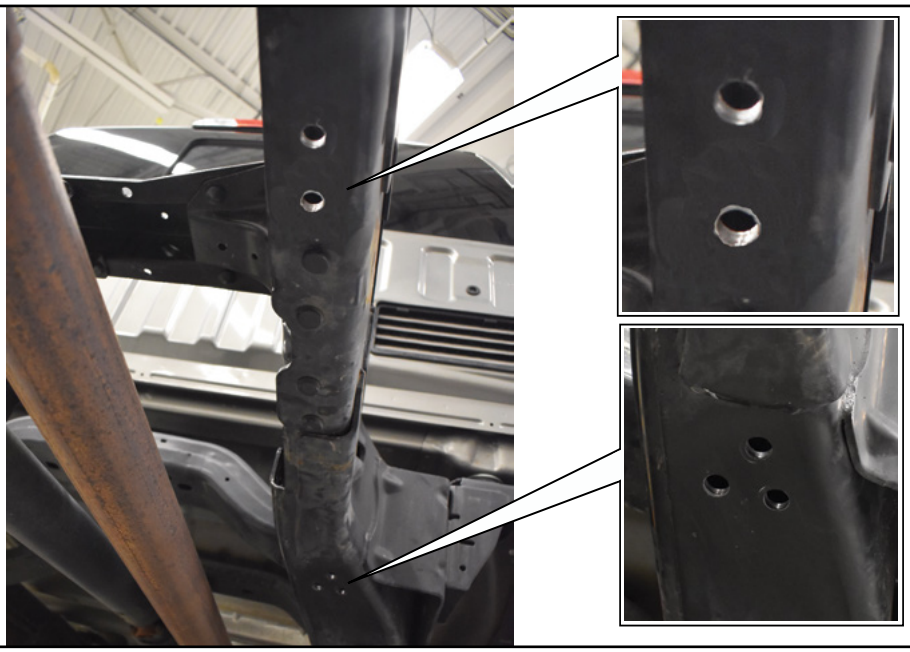

FIGURE 24
4. Using a drill (set to the bits recommended drill speed) and a 15mm Rotabroach bit, such as the Hougen or Blair 15mm High Speed Steel Annular Cutter and a Rotabroach Arbor, drill the five (5) holes for Non-60CA and the four (4) holes for the 60CA that were just center punched in the previous Step. See Figure 24.